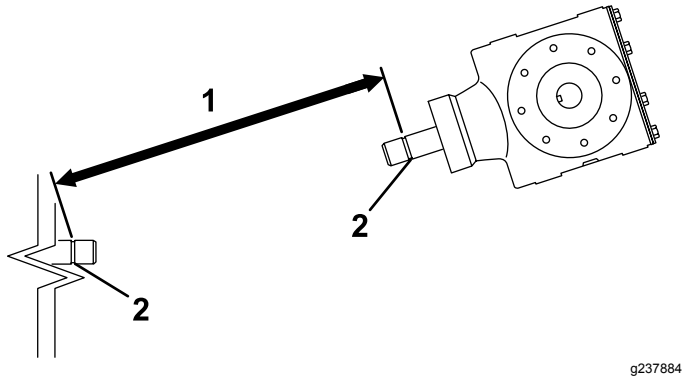
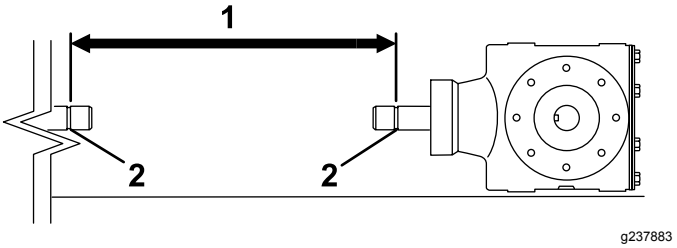
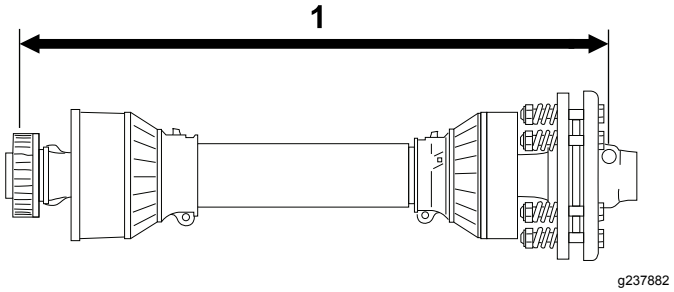

Figur 12
Figur 14
Figur 15
3. Mål avstanden fra låsesporet på enden av trekkenhetens kraftuttaksaksel til låsesporet på luftemaskinens giraksel (Figur 12).
5. Mål avstanden fra låsesporet på enden av trekkenhetens kraftuttaksaksel til låsesporet på luftemaskinens giraksel (Figur 14).
6. Mål avstanden fra midten av låsetappballen i den ene enden av kraftuttaksakselen til midten av låsetappen i den andre enden (Figur 15).
7. Bruk den minste av de to målingene i Figur 14 og Figur 12, trekk fra denne avstanden fra avstanden i Figur 15. Eksempel: 81 cm minus 67 cm er lik 14 cm.